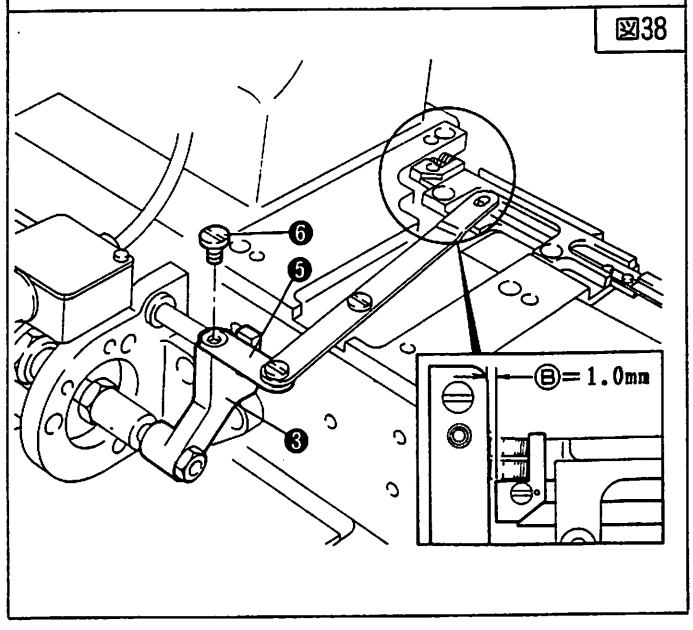

図38
Refer to fig. 38, connect link ❺ and crank ❸ with screw ❻.